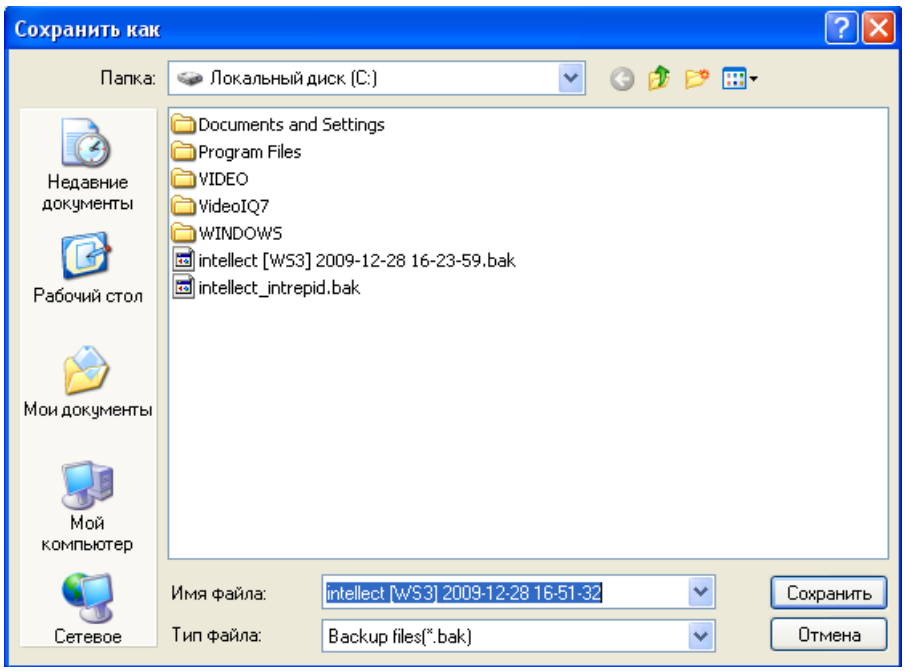

Figure 12.10-17 Saving a backup copy
4. As a result the "Save as" box appears (Figure 12.10-17). Select the address and type-in the name of saving backup copy.